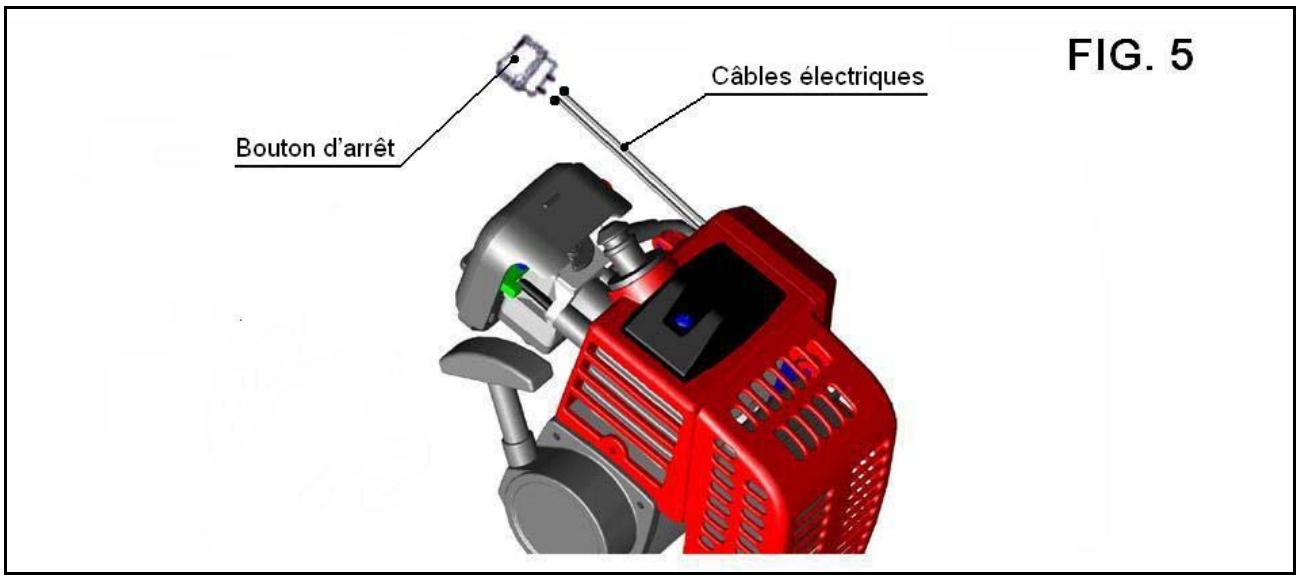

FIG. 5
2. Appuyer sur le bouton d'arrêt pour stopper le fonctionnement du moteur (Fig. 5).